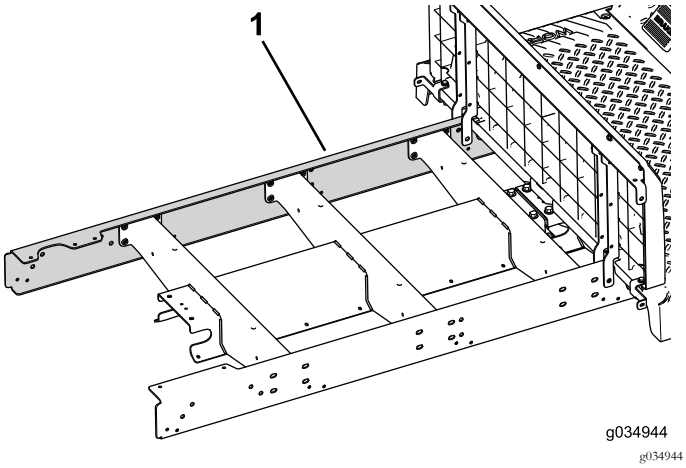

Figur 25
5. Montera förlängningsskenan löst på maskinens vänstra sida (Figur 25).